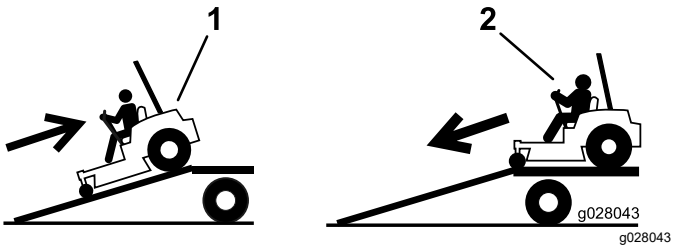

Bild 36
4. Fahren Sie die Maschine rückwärts die Rampe hoch (Bild 36).
2. Fahren Sie die Maschine vorwärts von der Rampe herunter (Bild 36).